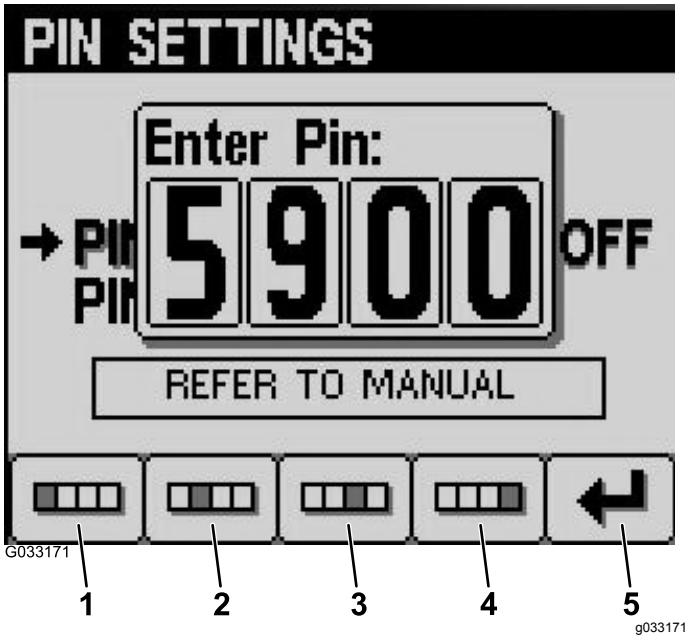

**Figur 23**
6. Indtast standardpinkoden (5900) på skærmen Indtast pinkode med knapperne 1 til 4 til valg af cifre. Tryk på knap 5 for at afslutte indtastning af pinkoden (Figur 23).